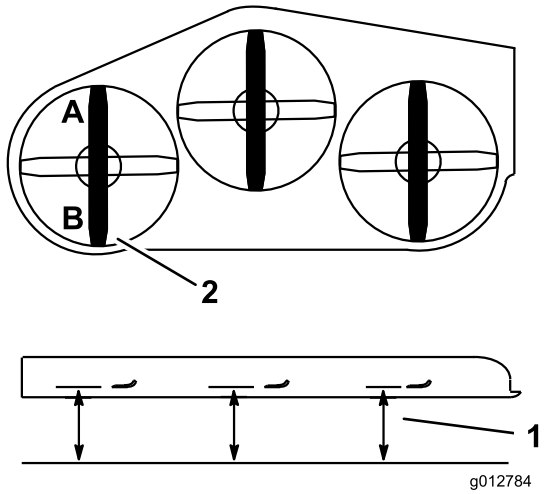

Figur 83
2. Mål den venstre kniven ved **A**-plasseringen, fra en jevn overflate til knivveggen på knivspissen, og noter denne målingen (Figur 83).
3. Mål den venstre kniven ved **B**-plasseringen, fra en jevn overflate til knivveggen på knivspissen, og noter denne målingen (Figur 83).
4. Kniven skal være 6–10 mm lavere ved plasseringA enn ved plassering **B** (Figur 83). Dersom defleksjonen ikke er korrekt, gå til følgende trinn.